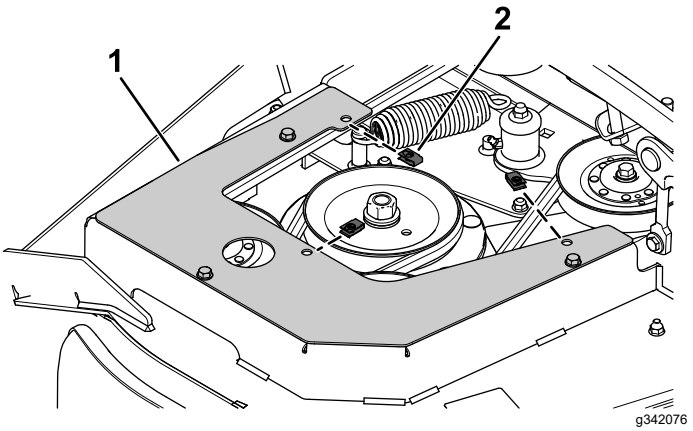

Figur 4
2. Montera tre klämmor på det högra remskivefästets skydd (Figur 4).